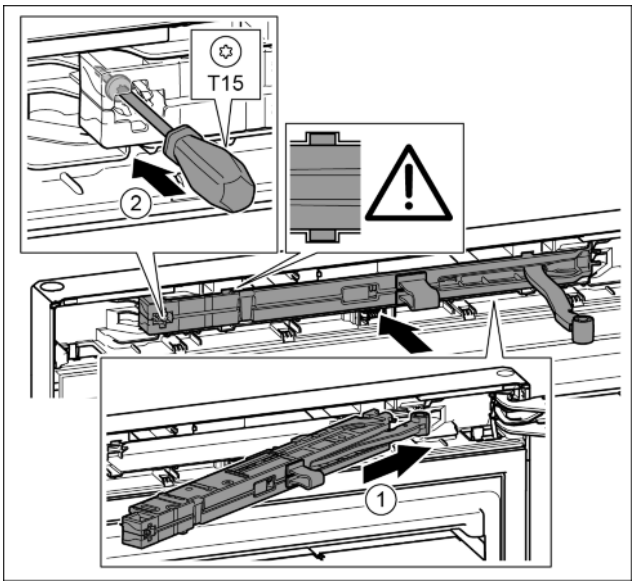

Fig. 42
- ▶ Sluitdempereenheid aan de zijde van de lagerbus tot de aanslag schuin in de uitsparing schuiven. *Fig. 42 (1)*
- ▶ Schroef met een schroevendraaier T15 vastschroeven. *Fig. 42 (2)*